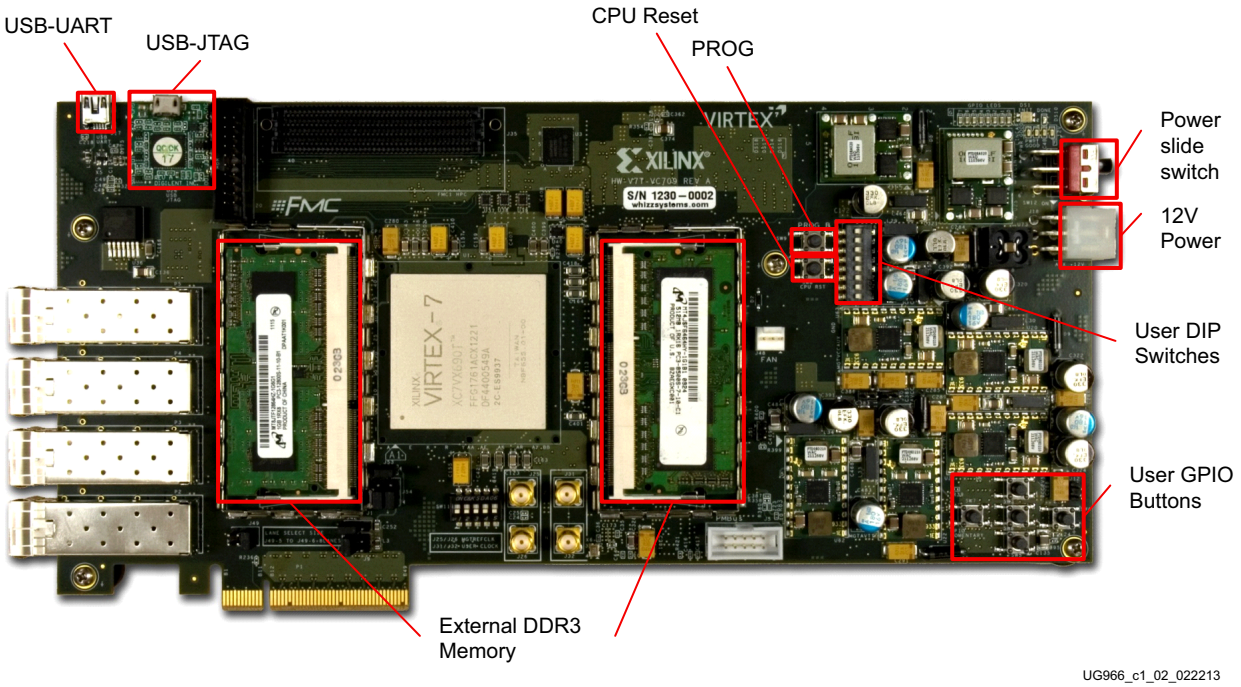

Figure 1-2: **VC709 Board Features**
Figure 1-2 provides an overview of the board features utilized by the BIST.
Figure 1-2 is a photograph of the setup for the VC709 board.
1. With the VC709 board switched off, connect a USB-to-Mini-B cable to the UART port of the VC709 board and to the host PC (USB-UART in Figure 1-2).
2. Connect the 12V_AC adapter cable to the VC709 board (12V Power in Figure 1-2).
3. Connect the Digilent JTAG cable to the VC709 board (USB-JTAG in Figure 1-2).